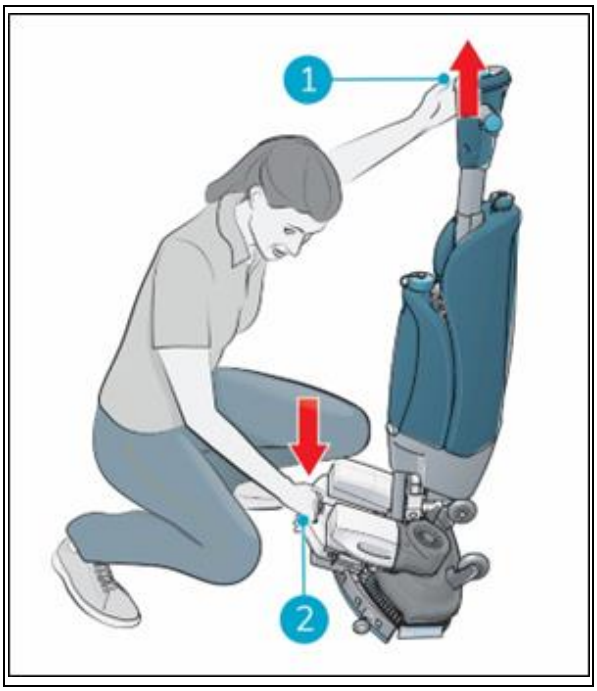

Abbildung 17
1. Gehen Sie in die Hocke und halten Sie das Bürstendeck mit einer Hand fest (Abbildung17, Pos. 2).
2. Drücken Sie den Griff mit der anderen Hand nach vorne (Abbildung17, Pos. 1).